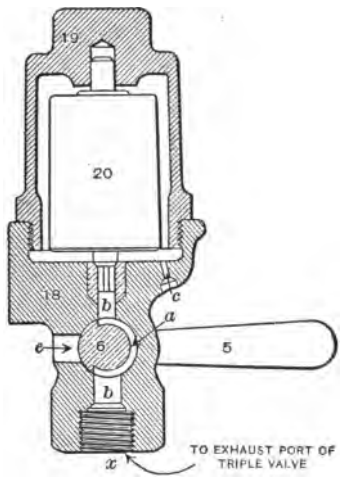

FIG. 31.—PRESSURE-RETAINING VALVE.
A. In the position shown in the cut (Fig. 31).
A. A leak in the plug valve operated by the retainer handle; weight 20 (Fig. 31) being gone or dirt on its seat; a split pipe leading from the triple exhaust to the retainer; or a leak in the packing leather in the brake cylinder which would allow the air to escape to the atmosphere.